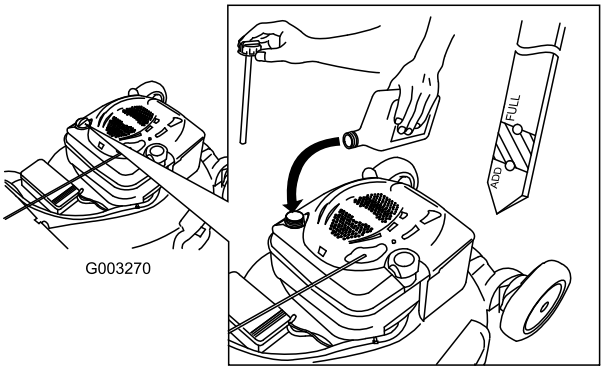

Figuur 36
4. Giet **langzaam** olie in de vulbuis totdat het peil de VOL-markering op de peilstok (Figuur 36) bereikt. **Niet te vol vullen.** (Maximale vulhoeveelheid: 0,59 l, type: SAE 30W reinigingsolie, met onderhoudsclassificatie SF, SG, SH, SJ, SL van het American Petroleum Institute (API) of hoger).